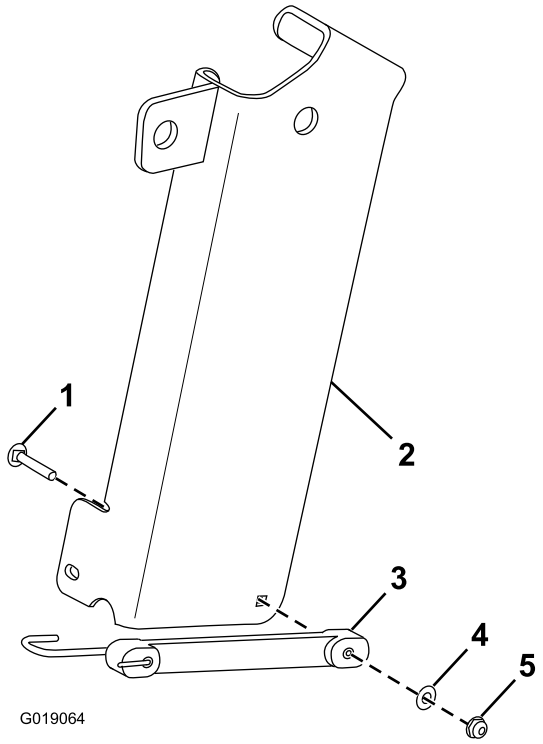

Figura 1
1. Fissate la corda elastica alla staffa di stoccaggio del cavalletto con un bullone a testa tonda, una rondella piana e un dado flangiato esagonale (Figura 1).